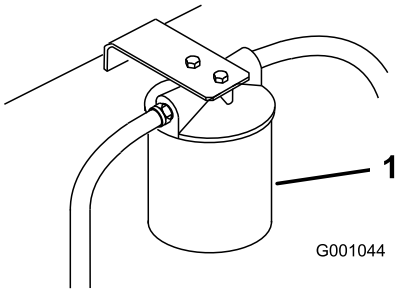

Figur 70
3. Stil et aftapningskar under filteret, fjern det gamle filter, og tør filteradapterpakningens overflade ren (Figur 70).